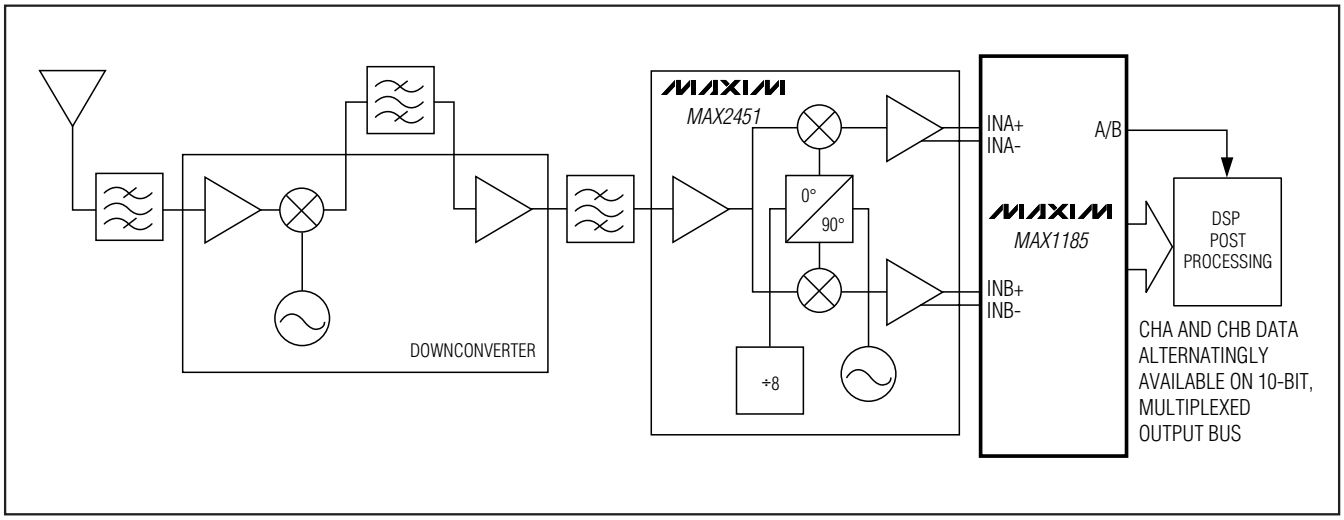

Figure 8. Typical QAM Application, Using the MAX1185
The most frequently used modulation technique for digital communications applications is probably the Quadrature Amplitude Modulation (QAM). Typically found in spread-spectrum based systems, a QAM signal represents a carrier frequency modulated in both amplitude and phase. At the transmitter, modulating the baseband signal with quadrature outputs, a local oscillator followed by subsequent up-conversion can generate the QAM signal. The result is an in-phase (I) and a quadrature (Q) carrier component, where the Q component is 90 degree phase-shifted with respect to the in-phase component. At the receiver, the QAM signal is divided down into it's I and Q components, essentially representing the modulation process reversed. Figure 8 displays the demodulation process performed in the analog domain, using the dual matched 3.3V, 10-bit ADC MAX1185 and the MAX2451 quadrature demodulator to recover and digitize the I and Q baseband signals. Before being digitized by the MAX1185, the mixed down-signal components may be filtered by matched analog filters, such as Nyquist or Pulse-Shaping filters. These remove any unwanted images from the mixing process, thereby enhancing the overall signal-to-noise (SNR) performance and minimizing intersymbol interference.